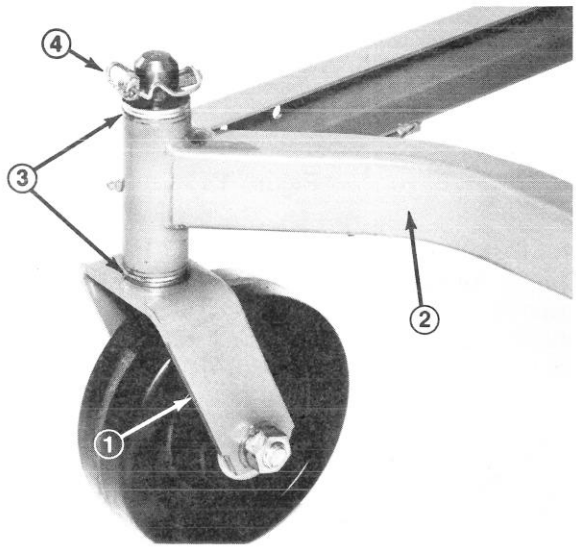

Figure 19
3. Remove Lynch Pins and two thrust washers from each castor wheel assembly. Leave two thrust washers on each shaft, insert shafts into frame, install thrust washers and Lynch pins (Fig. 19).